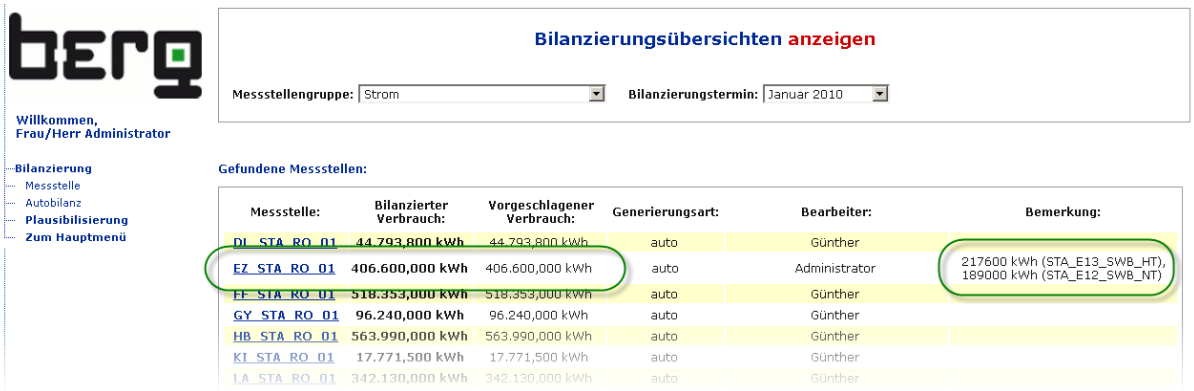

Abbildung 130: Expense-Auswertung mit Tarif-Zeitplan (Verbrauch, Plausibilisierung)
- Tab. Monatsauswertung (entspricht dem Menüpunkt Plausibilisierung 8.18.6) (Beispiel siehe Abbildung 130)